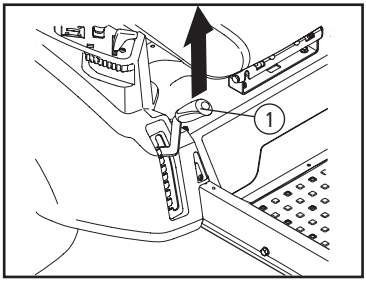

Fig. 25
1. Utilizando a alavanca (1) para erguer a bandeja, eleve a bandeja para a posição que propicia a posição mais horizontal de trabalho das correias entre as polias de tensão da bandeja e a polia das lâminas na parte inferior do motor, [Fig 25].